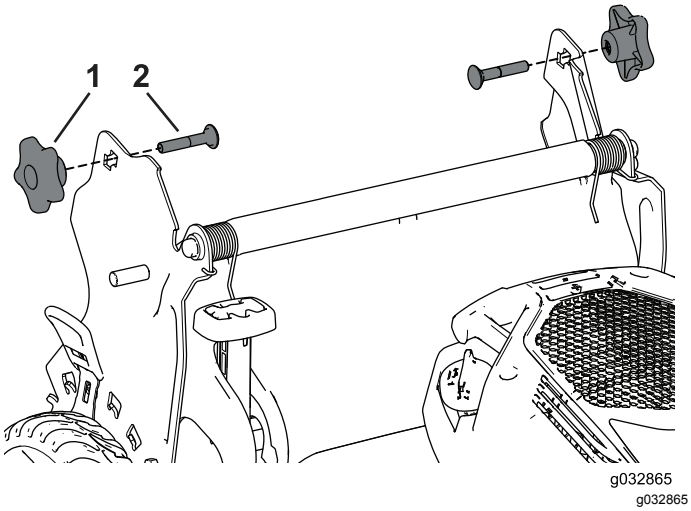

Figur 30
4. Indsæt bræddebolten (med bolthovedet mod indersiden) gennem håndtagsbeslaget og det øverste hul i håndtagsenden. Sørg for, at firkanterne på hver bræddebolt passer ind i det øverste eller nederste firkantede hul i det relevante håndtagsbeslag (Figur 30).